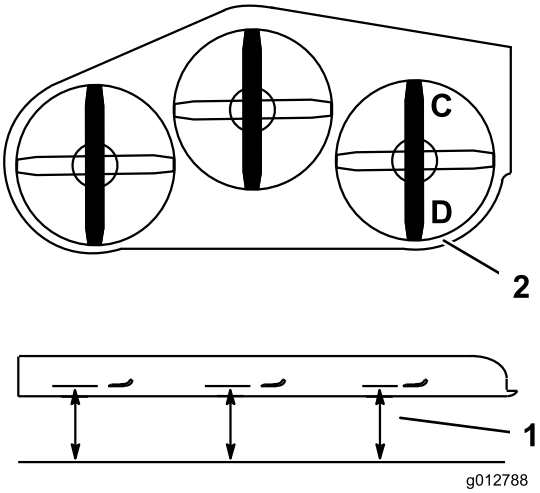

Figur 85
1. Ställ in den högra knivens främre–bakre lutning (Figur 85).
2. Mät den högra kniven vid punkt **C**, från en plan yta till knivens egg, och skriv upp måttet (Figur 85).
3. Mät den högra kniven vid punkt **D**, från en plan yta till knivens egg, och skriv upp måttet (Figur 85).
4. Klipparkniven ska vara ca 6 till 10 mm lägre vid punkt **C** än punkt **D** (Figur 85). Fortsätt till nästa steg om detta inte är korrekt.